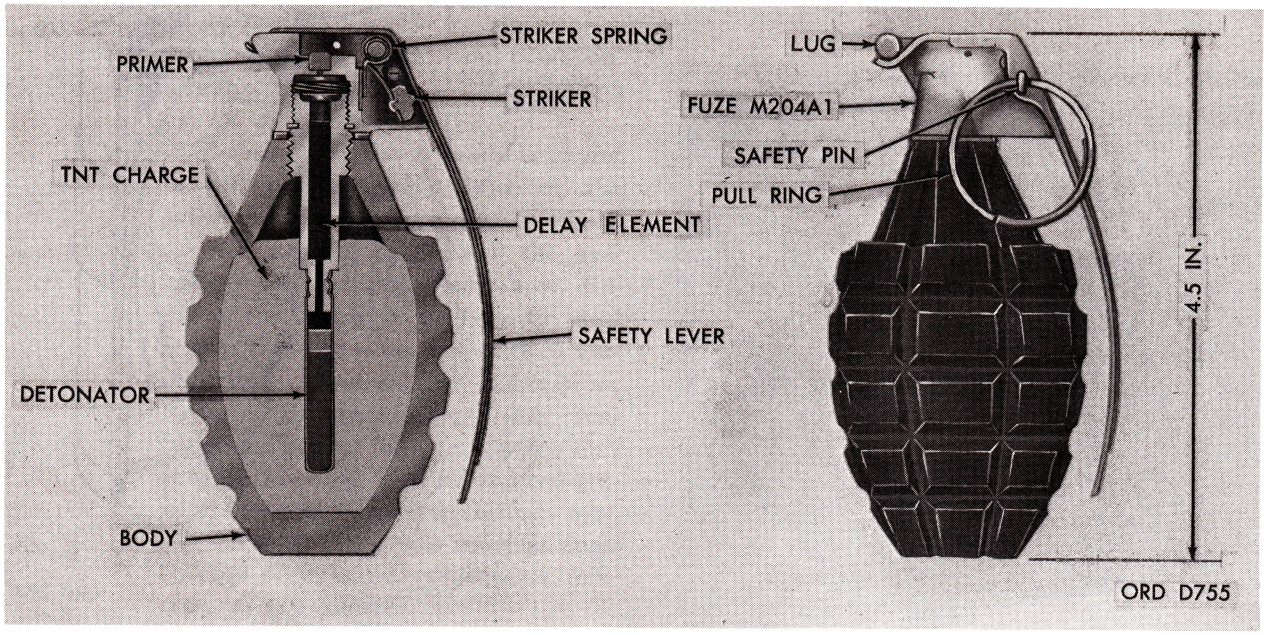

Figure 2–3. Grenade, hand: fragmentation, Mk2, w/fuze M204A1
a. General. Fragmentation hand grenade Mk2 (fig. 2–3) is an older type grenade. It is the grenade from which the term "pineapple" was derived because of its deeply serrated body. These deep serrations delineate the fragmentation of the body when the grenade explodes. The grenade Mk2 is no longer being manufactured. As present stocks are depleted, the Mk2 is being replaced by the improved design of the grenades M26-series (para. 2–5).